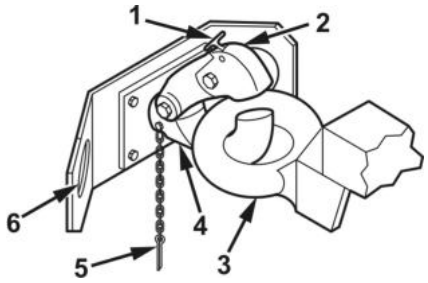

Figure 7. Trailer Coupled to Towing Vehicle.
4. Open the pintle hitch (Figure 7, Item 2) by pulling up on the locking latch (Figure 7, Item 1).
5. Back the towing vehicle in front of lunette ring (Figure 7, Item 3).
6. Use trailer front support leg crank to adjust height of lunette ring. Then place lunette ring on towing vehicle pintle hook (Figure 7, Item 4).
7. Close pintle hitch (Figure 7, Item 2). Check that locking latch (Figure 7, Item 1) is locked by pulling up on pintle hitch. Pintle hitch should not come up. Install safety pin (Figure 7, Item 5) into pintle hitch.
8. Cross the two trailer safety chains under the drawbar, and hook to towing vehicle eyebolts (Figure 7, Item 6). If the safety chains are too long, they can be twisted to be shortened. It is recommended that wire be used across the hook openings to prevent accidental unhooking.